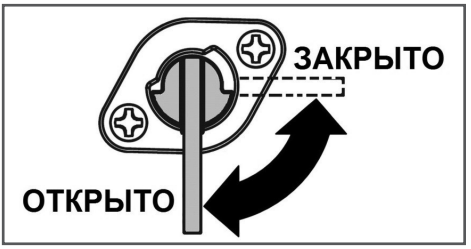

Рис. 14 Кран топливный
1. Откройте топливный кран (Рис. 14).
3. Откройте топливный кран (Рис. 14).